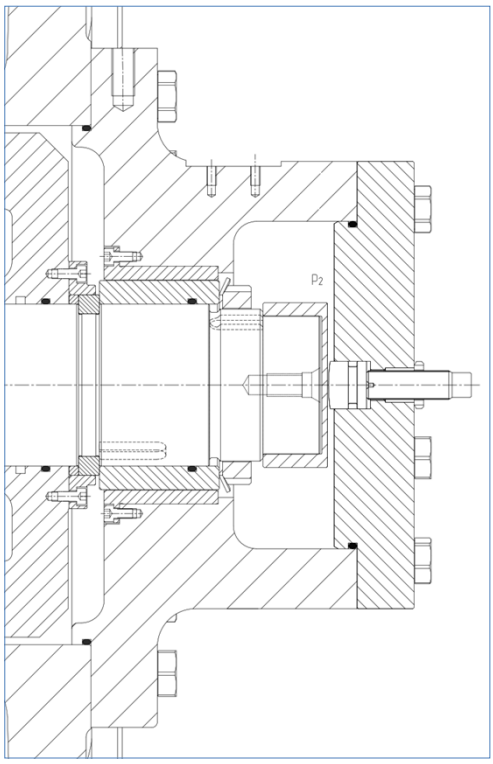

Figure 4.12 Pump equipped with PLB.
2) The horizontal pumps equipped with PLBs (refer to *Figure 4.12*) are normally designed to avoid the installation of the mechanical seal in the NDE side as opposed to typical oil-lubricated bearings. In this case, the NDE shaft end is confined inside the pump's casing and it is in direct contact with the pumped fluid. For this reason, the fluid pressure generates an axial thrust acting on the surface of the shaft end.